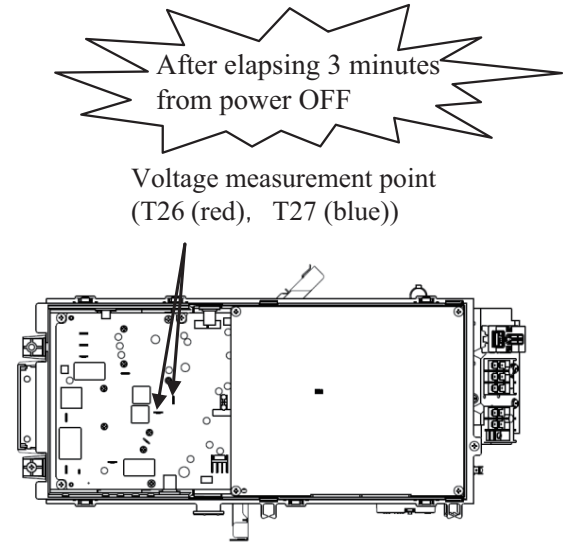

Fig.2 Position of terminal
(Be sure to measure voltage (DC) between T26 and T27 on inverter PCB, and **check that the voltage is discharged sufficiently(10V or less)**.(Refer to Fig.2))